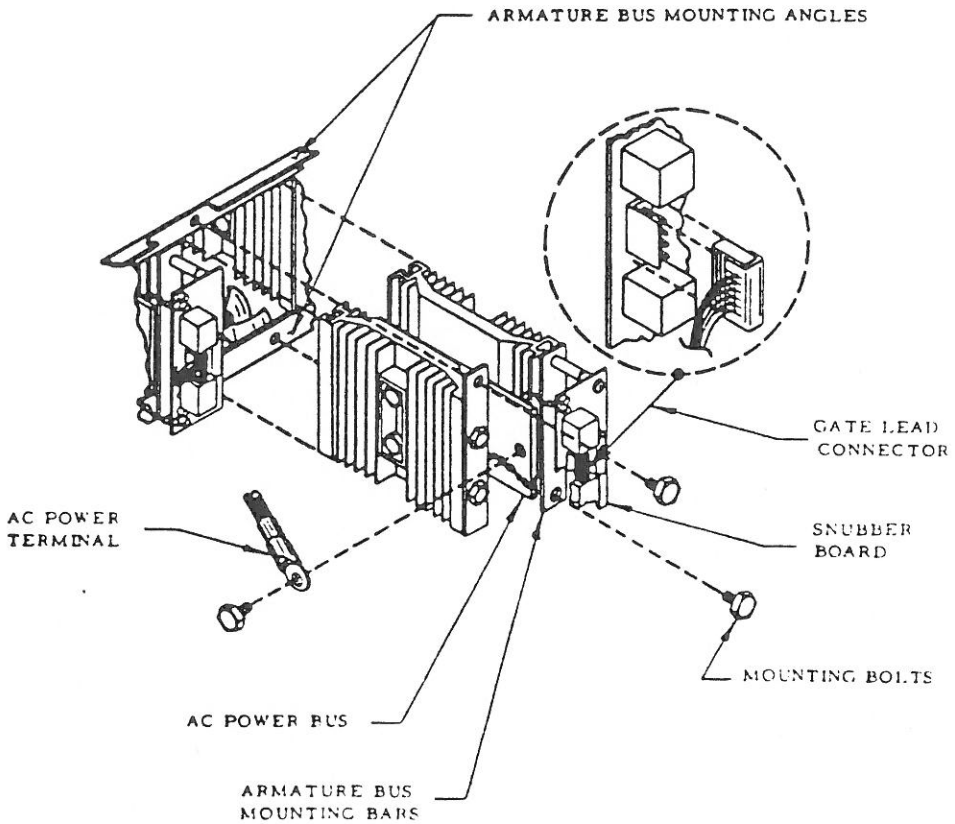

FIGURE 5-6. SCR ASSEMBLY REPLACEMENT, SIZES C & D
5.1.4 SCR Assembly Replacement, Size C & D (Refer to Figure 5-6)